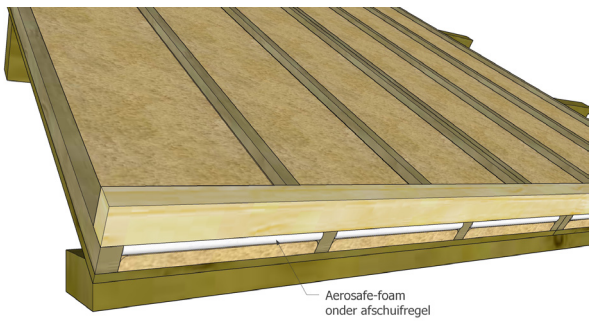

Figuur 7 - Aerosafe-foam onder afschuifregel
- Bij montage van de afschuifregel over reeds aanwezige tengels / ribben, dient de spouw tussen afschuifregel en dakbeschot zorgvuldig te worden afgedicht. Gebruik hiervoor Aerosafe-foam (zie figuur 7).